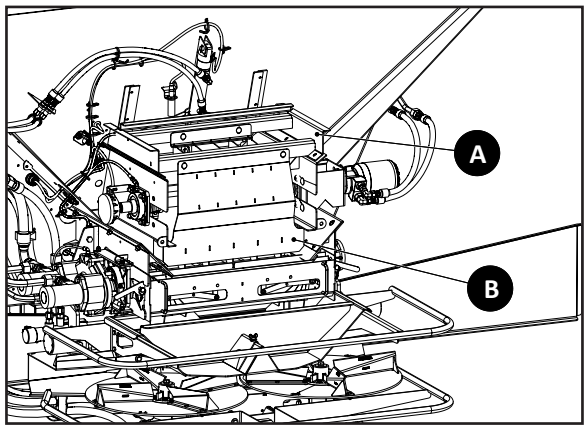

Figure 1 - MultApplier Hillside Divider
2. Figure 1 - Install MultApplier Hillside Divider Support (A) and fasten to MultApplier by reinstalling chain shield hardware. Slip MultApplier Hillside Divider (B) up into place and loosely install supplied hardware.